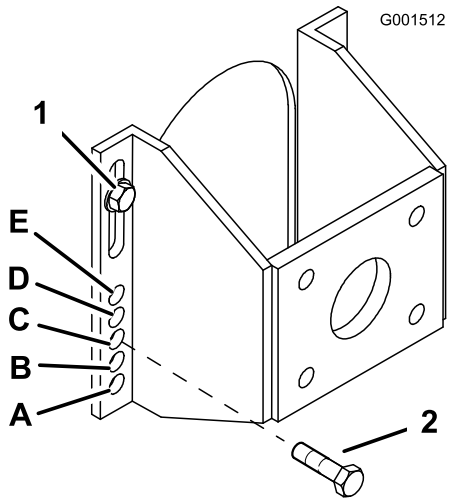

Figur 16
5. Lossa (men avlägsna inte) de två övre axelbultarna (Figur 16).
6. Avlägsna de två nedre axelbultarna (Figur 16).
7. Höj eller sänk monteringsfästet så att du kan montera de två axeljusteringsbultarna i önskat hål (Figur 16). Använd en dorn för att rikta in hålen.